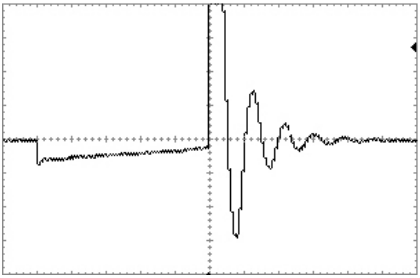

Abb.12
- **Dmp Sc4** (maximale Dämpfung) (siehe Abb.12);